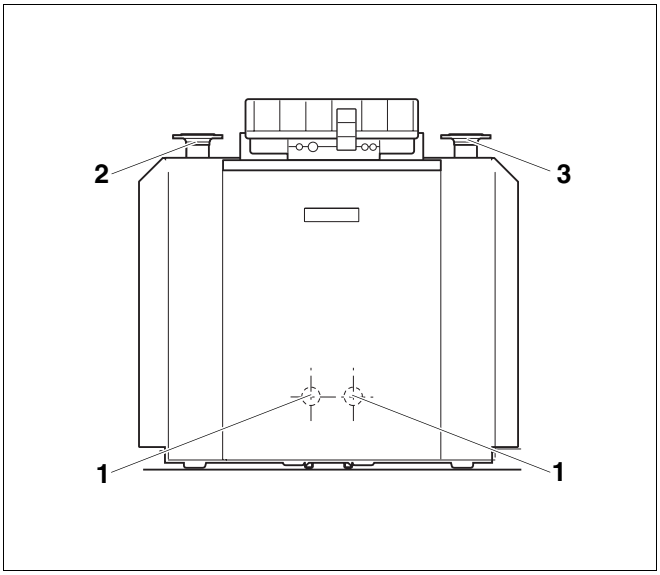

Afb. 2 Waterzijdige aansluitingen
- Sluit de retour van het verwarmingssysteem spanningsvrij aan op de retour van de verwarmingsketel = RK (afb. 2, **pos. 3**).
- Sluit het vertrek van het verwarmingssysteem spanningsvrij aan op het vertrek van de verwarmingsketel = VK (afb. 2, **pos. 2**).